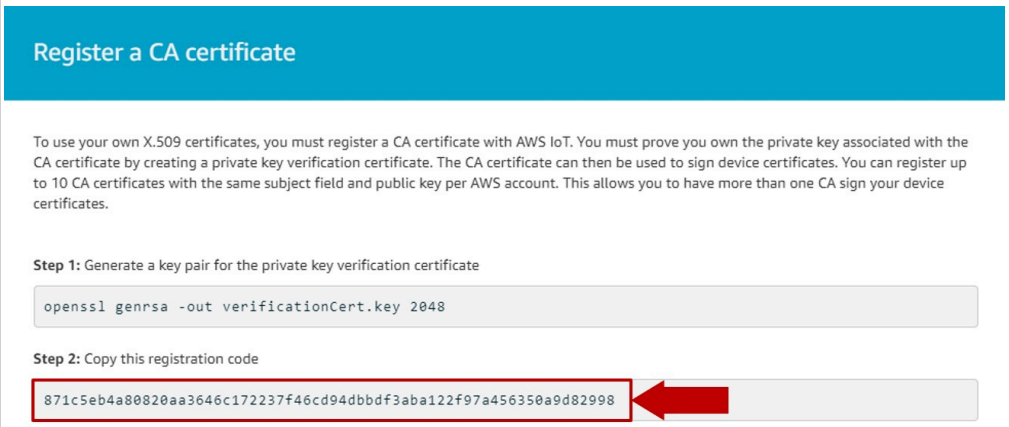

Figure 67. Get registration code
4. You will see a form with instructions to register a CA certificate. Go to step 2, and copy the **registration code** as shown in Figure 67 for later use.